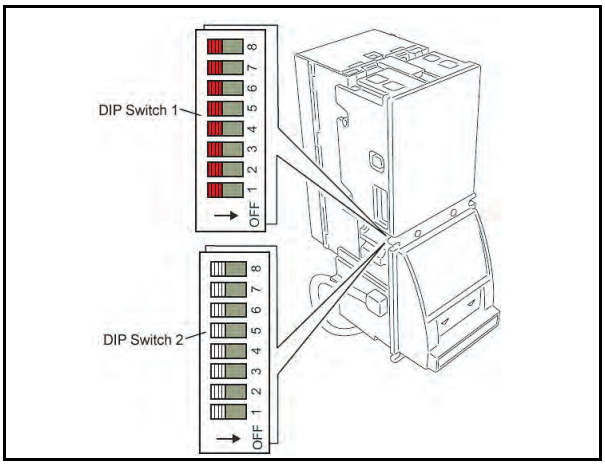

Figure 6-2 DBV DIP Switch Locations
5. In a recessed opening located on the left side of the DBV Unit, set DIP Switches SW1-1, 6, 7 and 8 to "ON" and Switches SW1-2 through 5 to "OFF" (See Figure 6-2).